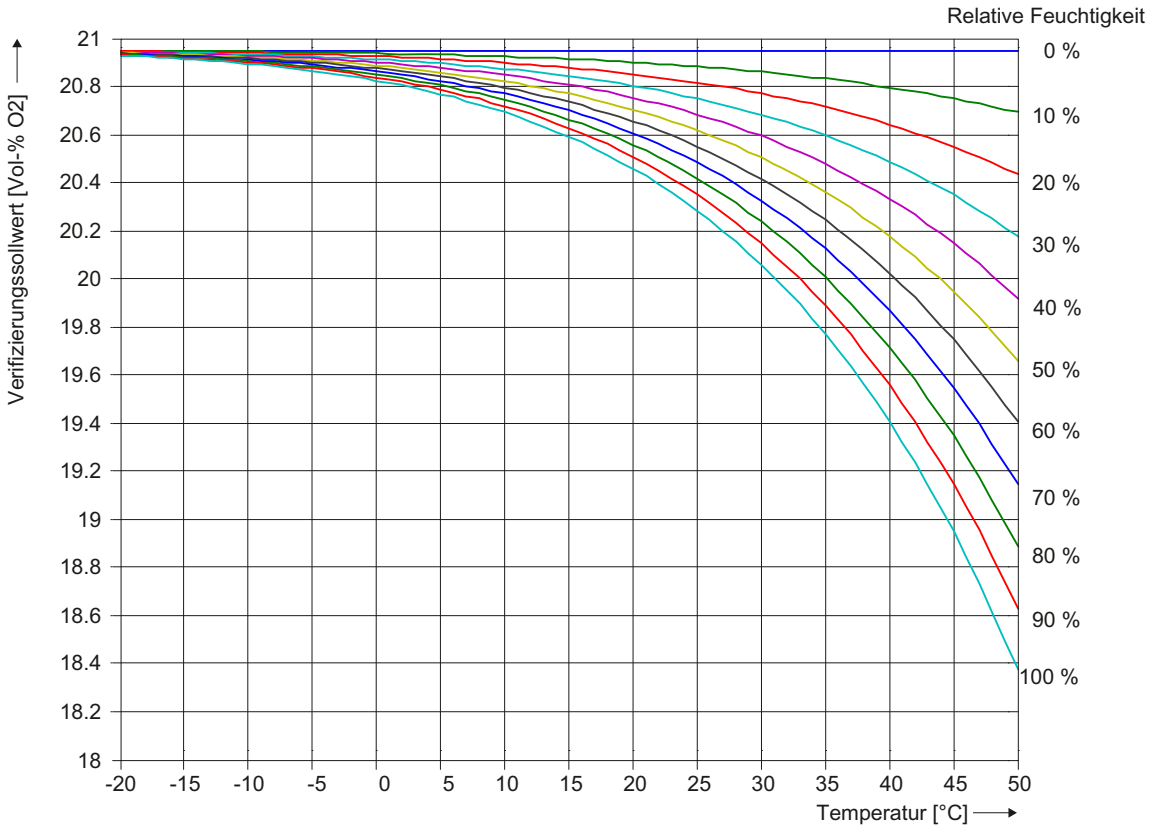

Bild 9-2 Verifizierungssollwert für unterschiedliche relative Feuchtigkeitswerte und Temperaturwerte.
8. Bei Verwendung von Umgebungsluft können Sie den Verifizierungssollwert entsprechend der Luftfeuchtigkeit einstellen. Suchen Sie auf der X-Achse in Abb. 9-2 Ihren Umgebungstemperaturwert. Gehen Sie nun vertikal nach oben bis zu der Linie, welche die herrschende Feuchtigkeit der Umgebungsluft angibt. Gehen Sie nach links und bestimmen Sie Ihren Verifizierungssollwert auf der Y-Achse. Notieren Sie diesen Wert auf dem "Verifizierungsnachweis".